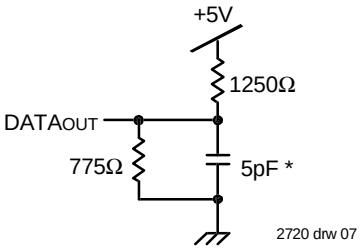

Figure 2. Output Test Load
1. Transition is measured ±500mV from Low or High-impedance voltage with the Output Test Load (Figure 2).
1. Transition is measured ±500mV from Low or High-impedance voltage with Output Test Load (Figure 2).